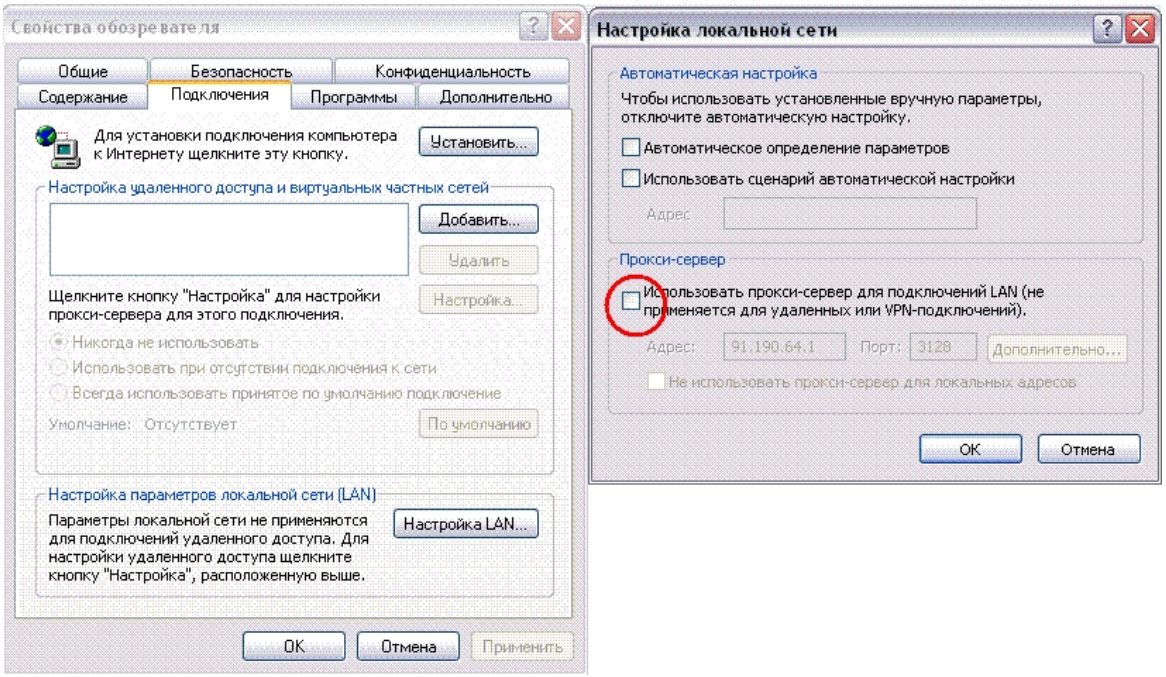

Рис. 5 – Отключение использования прокси-сервера
5. В настройках браузера отключите возможность использование прокси-сервера. Для этого зайдите в меню «Пуск», откройте «Панель управления» и выберите «Свойства обозревателя». На появившейся форме (см. рисунок 5)